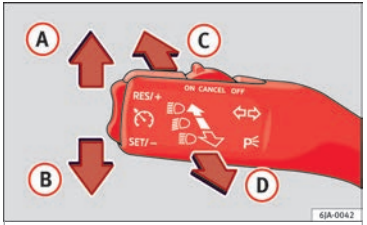

Fig. 47 Turn signal and main beam lever.
– Move the lever ››› **Fig. 47** up (A) or down (B).
– Press the lever ››› **Fig. 47** forward in the direction indicated by arrow (C).
– Pull the lever back to its original position in the direction indicated by arrow (D) to switch the main beam off.
– Pull the lever ››› **Fig. 47** towards the steering wheel (point of resistance) in the direction indicated by arrow (D).
– Move the turn signal lever ››› Fig. 47 ››› page 63 up or down to turn on the right or left-hand parking lights respectively.